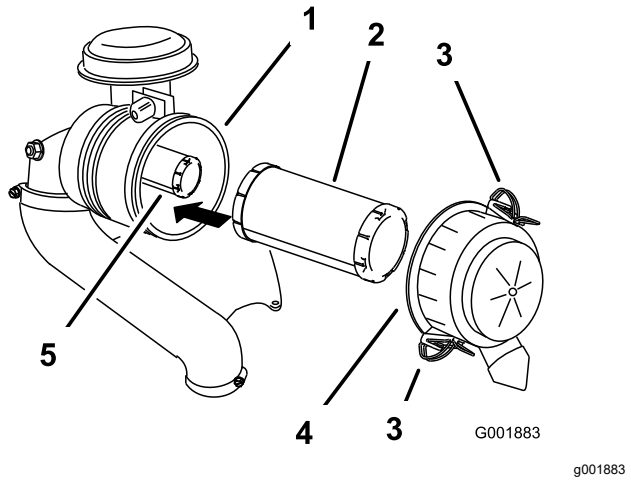

Figuur 40
3. Maak de sluitingen op het luchtfilter los en trek het luchtfilterdeksel van de luchtfilterbehuizing (Figuur 40).
5. Schuif het voorfilter voorzichtig uit de luchtfilterbehuizing (Figuur 40).
2. Als u het binnenste filter vervangt, schuif het dan voorzichtig in de filterbehuizing (Figuur 40).
3. Schuif het voorfilter op het veiligheidsfilter (Figuur 40).
4. Plaats het luchtfilterdeksel en maak de sluitingen vast (Figuur 40).